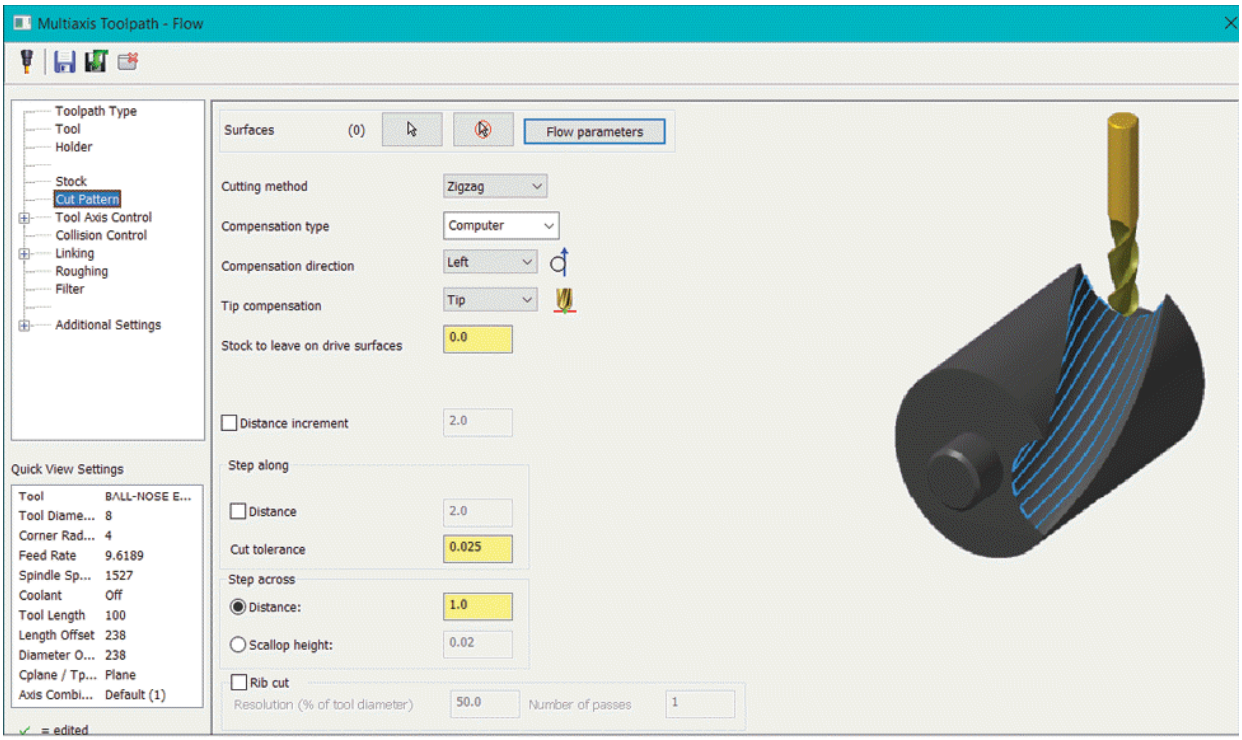

Figure-34. Multiaxis Toolpath-Flow dialog box
- Click on the **Flow** tool from the expanded **Multiaxis** panel in the **Toolpaths** tab of the **Ribbon**. The **Multiaxis Toolpath - Flow** dialog box will be displayed; refer to Figure-34.